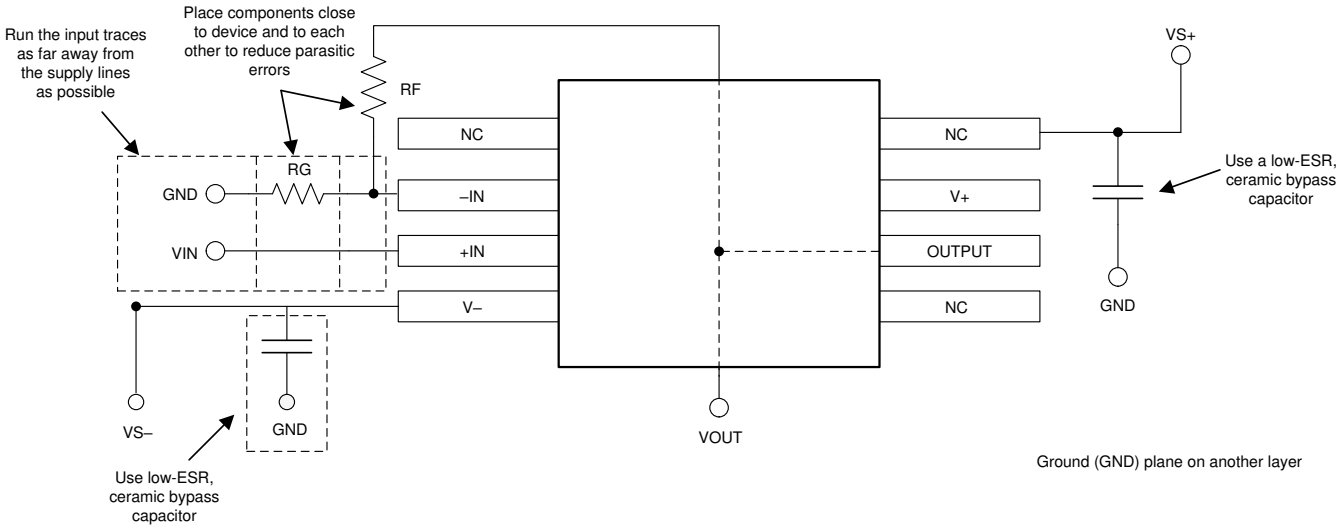

图 7-4. 同相配置的运算放大器电路板布局
- 外部元件应尽量靠近器件放置。如图 7-4 所示，使 RF 和 RG 靠近反相输入可更大限度减小寄生电容。